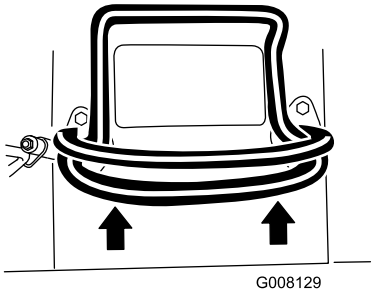
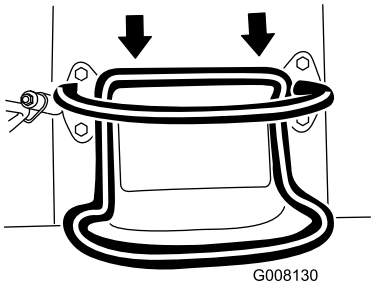

Figur 7
Figur 8
- För drivreglaget framåt för att köra framåt (Figur 7).
- För drivreglaget bakåt för att köra bakåt (Figur 8). **Titta bakåt när du backar för att upptäcka eventuella hinder och håll händerna på referensstaven (Figur 7).**